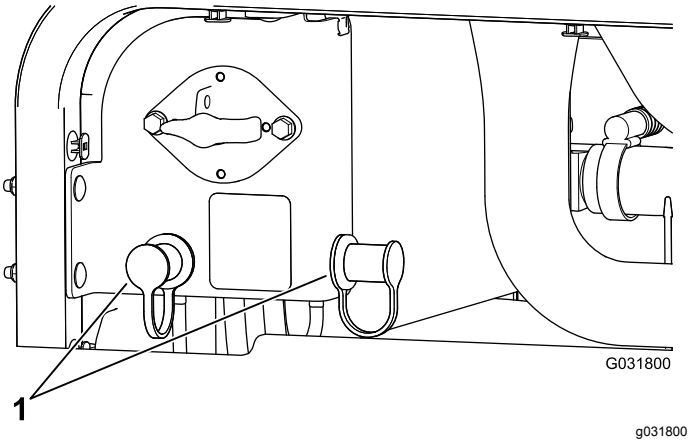

Figur 114
3. Ta bort skydden från startpolerna (Figur 114).